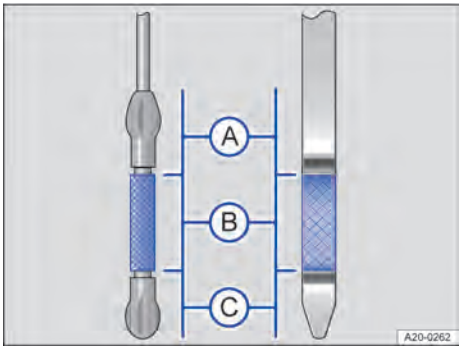
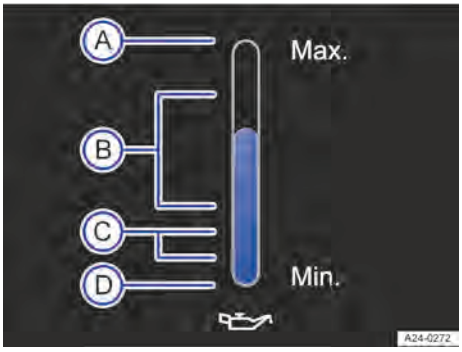

Fig. 217 Varillas de medición del nivel de aceite con marcas del nivel de aceite del motor (representación esquemática).
Fig. 218 En el sistema de infotainment: indicador del nivel de aceite (representación esquemática).
3. Extraiga nuevamente la varilla de medición y compruebe en ella el nivel de aceite como sigue → Fig. 217:
4. Vuelva a comprobar el nivel del aceite en la varilla de medición o en el indicador digital antes de añadir otra pequeña cantidad de aceite. Al final del proceso, el nivel de aceite debería encontrarse por el centro de la zona → Fig. 217 o → Fig. 218 Ⓑ.
5. Si ha añadido demasiado aceite por descuido y el nivel rebasa la zona → Fig. 217 o → Fig. 218 Ⓐ, no ponga el motor en marcha → ⓘ. Solicite la ayuda de personal especializado.